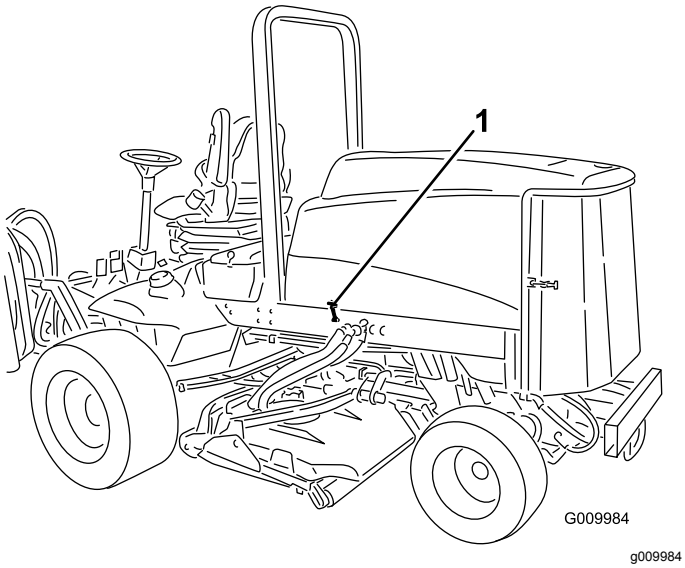

**Figuur 42**
1. Maak de motorkapvergrendelingen (Figuur 42) los en open de motorkap.